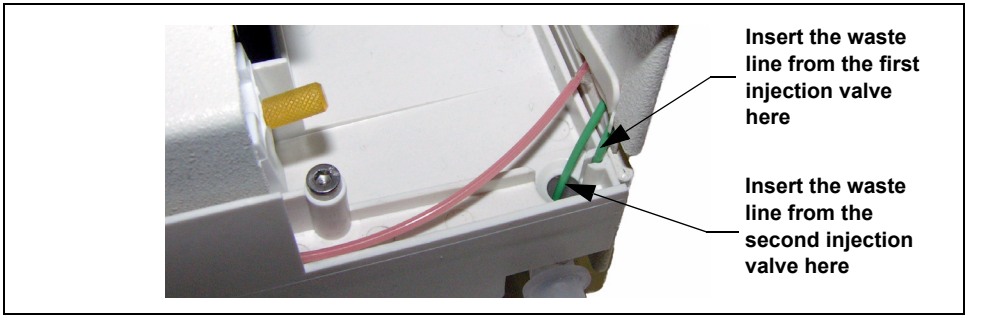

Figure B-30. Injection Valve Waste Line Connections for Dual Valves
4. Route the green waste lines connected to port W (6) on each injection valve through the side slots to the AS drip tray. Insert one line into the small round opening in the tray (see Figure B-30). Insert the other line about 12 mm (1/2 in) into the large drain opening in the tray.